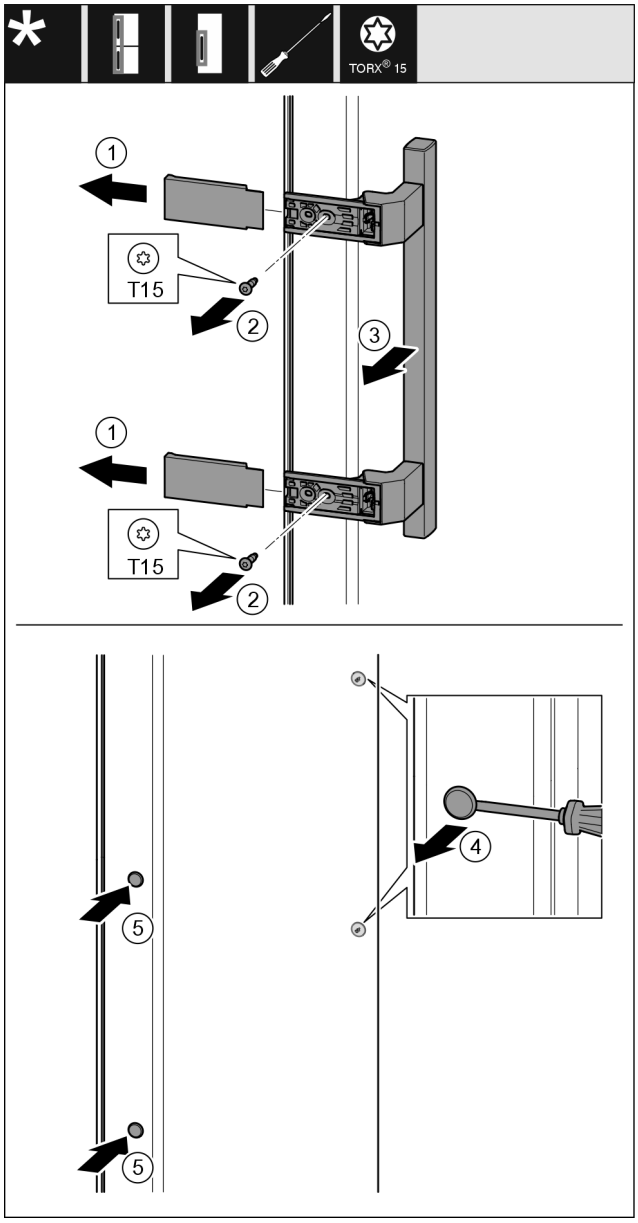

Fig. 54
- ▶ Abdeckung *Fig. 54 (1)* abziehen.
- ▶ Schrauben *Fig. 54 (2)* mit Schraubendreher herausdrehen.
- ▶ Griff *Fig. 54 (3)* abnehmen.
- ▶ Seitlichen Stopfen *Fig. 54 (4)* vorsichtig mit einem Schlitzschraubendreher anheben und herausziehen.
- ▶ Stopfen *Fig. 54 (5)* auf der anderen Seite wieder einsetzen.